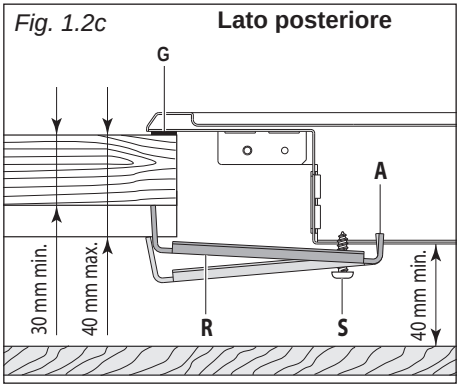

Fig. 1.2c **Lato posteriore**
– Rovesciare il piano cottura e montare le alette "**F**" e "**R**" negli appositi alloggiamenti, avvitando le viti "**S**" di qualche giro soltanto. Fare attenzione a montare correttamente le alette come illustrato nelle figure 1.2c, 1.2d. Ruotare le alette in modo che non impediscano l'inserimento del piano cottura nello spacco.
– Sistemare le alette "**F**" e "**R**"; il dente "**A**" delle alette deve entrare nell'apposito foro (fig. 1.2c, 1.2d).